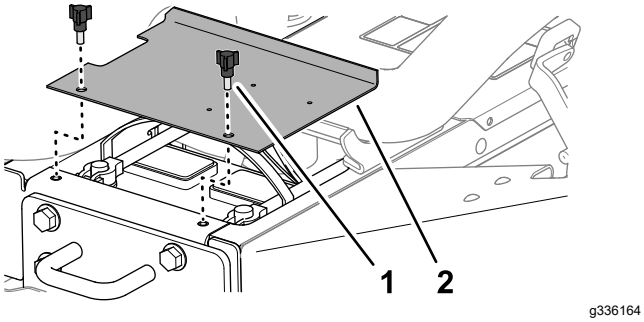

**Figur 57**
1. Lossa spärrarna på vänster och höger sida av motorhuven (Figur 57).